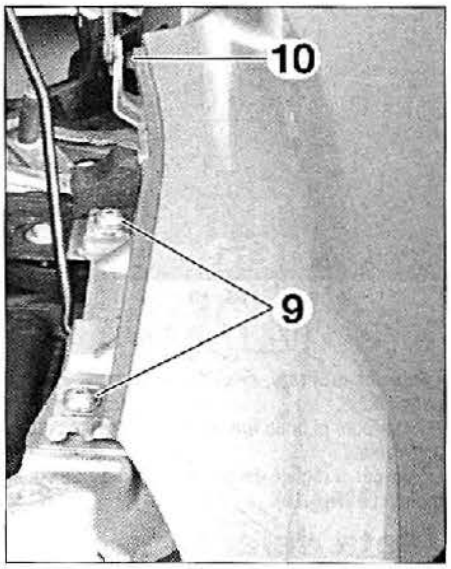

FIG. 18
• Desmontar los tornillos (9) girando un cuarto de vuelta **(fig. 18).**
• Desmontar los tornillos (10).